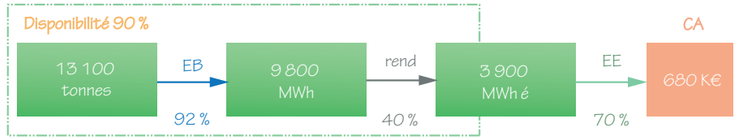
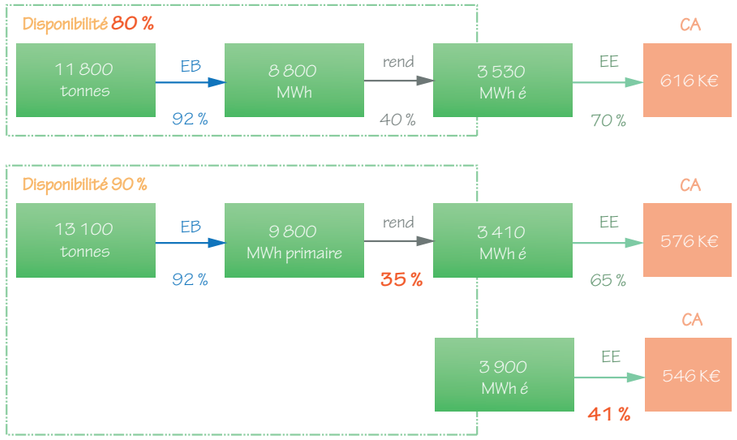

Fig 1 : Décomposition des paramètres clés pour assurer le CA
Fig 2 : Impact de la variation de paramètres sur le CA
Le modèle économique des cogénérations biogaz dépend du contrat d'obligation d'achat de l'électricité. En effet, 75 à 90% du chiffre d'affaires provient de la production d'électricité. La structure tarifaire de ce contrat implique un fonctionnement annuel (avec tout de même la déclaration d'une puissance d'injection sans plancher de production) et une valorisation optimisée d'énergie (parts d'électricité et de chaleur autoconsommée et/ou revendue). Même si ce productible dépend du rendement de la cogénération, il provient avant tout de l'efficacité énergétique et biologique du système et de sa disponibilité technique, ces paramètres sont corrélés et indissociables. Le chiffre d'affaires annuel sera donc dépendant de l'optimisation énergétique du procédé, ce qui impliquera la maîtrise de l'autoconsommation et des usages énergétiques, (le mode de calcul est décrit dans le contrat d'obligation d'achat BG11, le paramètre principal étant la valorisation effective de la chaleur). L'optimisation du débit de biogaz et de sa qualité via des traitements adéquats sera aussi déterminante, le rendement du moteur fluctuera selon les variations de débit et sa qualité impactera directement les fréquences d'entretien et l'usure des pièces. Enfin, la maîtrise de la disponibilité technique dont le taux réel va dépendre de la maintenance globale du site (présence de pièces détachées, astreinte,...), sera essentielle. Sur une cogénération biogaz de 500 kWe, le chiffre d'affaires (CA) potentiel serait de 680 k€ par an. Il ne sera assuré qu'en respectant quatre paramètres importants que sont la disponibilité, l'efficacité biologique (EB), le rendement électrique (rend) et l'efficacité énergétique (EE) comme décrit sur le schéma (fig 1). La représentation (fig 2) retrace plusieurs cas de figure de diminution du CA : perte de 10% de disponibilité (-9% de CA), diminution de 5% du rendement électrique (-15% de CA), et absence de valorisation de chaleur (-20% de CA). Aucun projet ne peut supporter une telle baisse de recette sur la durée. Pour obtenir un fonctionnement optimal d'une installation, il faudra assurer une conduite journalière et une exploitation en suivant un plan de maintenance rigoureux, détaillé et lié à la durée de vie des équipements. Une vision globale est également nécessaire afin de corréler toutes les opérations de maintenance et des usages énergétiques du site.